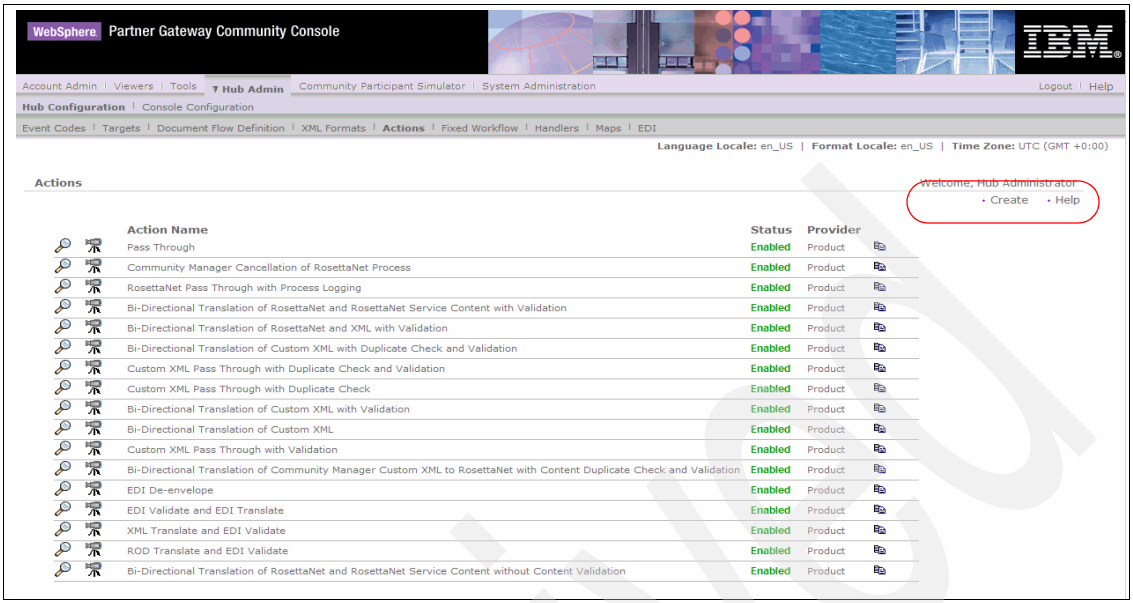

Figure 19-15 Creating a new action in WebSphere Partner Gateway Console
1. Select **Hub Admin** → **Hub Configuration** → **Actions** and select **Create** (Figure 19-15 on page 644).